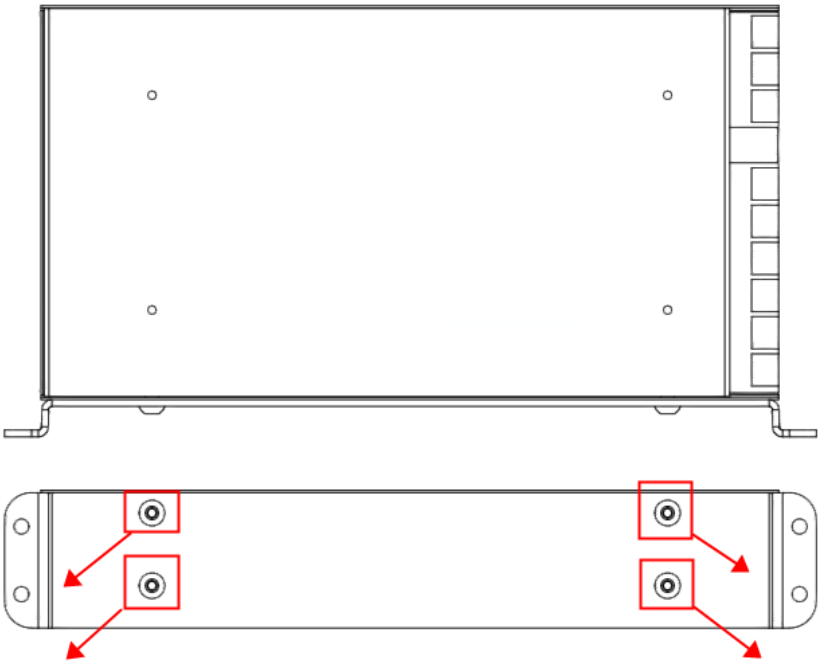

Figure 4-20 Remove the fixing screws of the switching power supply
**Step 4** Use an Allen wrench to unscrew and remove the four fixing screws on the 24V switching power supply, and take out the switching power supply, as shown in Figure 4-20.